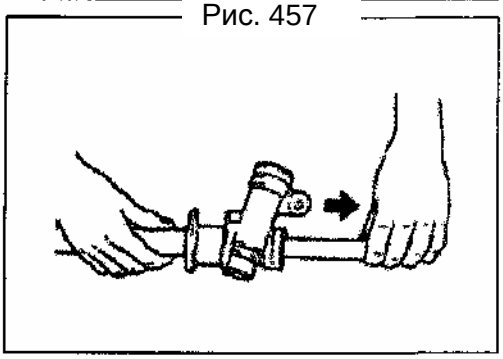

Рис. 458
7) Как показано на рисунке, снимите зубчатую рейку с корпуса (Рис. 458).